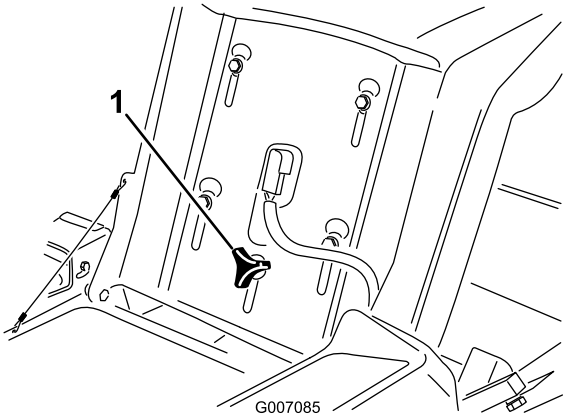

Figur 18
1. Løft setet og løsne justeringsknotten akkurat nok til at setet kan beveges (Figur 18).